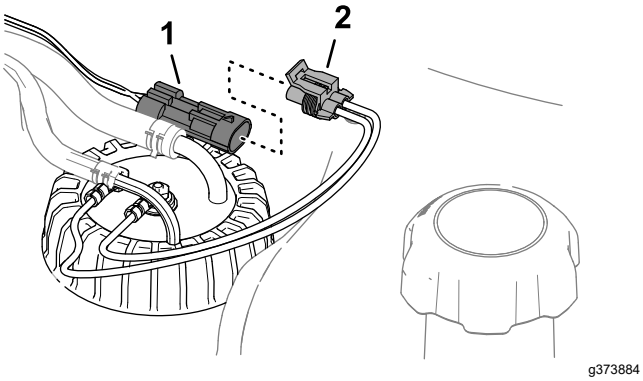

Figuur 119
3. Verwijder de connector met 2 contacten van de kabelboom van de brandstofsensor van de connector met 2 pinnen van de machinekabelboom (Figuur 119).